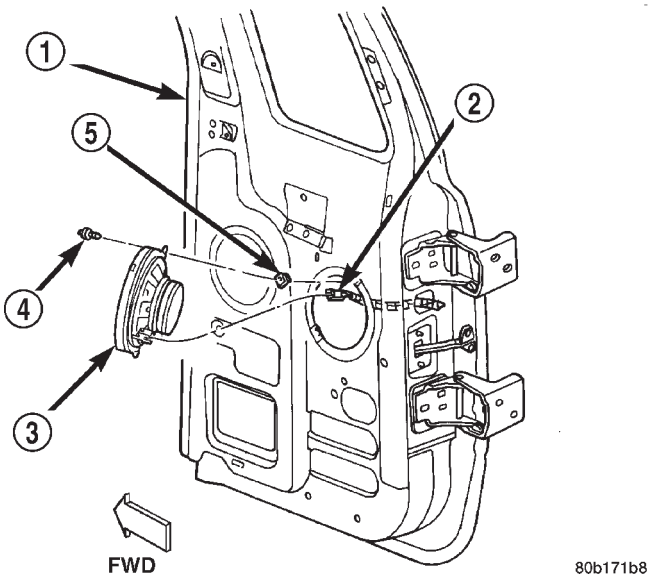

Fig. 22 Rear Door Speaker Remove/Install - Quad Cab
(1) Disconnect and isolate the battery negative cable.
(2) Remove the trim panel from the rear door.
(3) Remove the two screws that secure the speaker to the rear door inner panel (Fig. 22).
(4) Pull the speaker away from the mounting hole in the rear door inner panel far enough to access the door wire harness connector.
(5) Disconnect the door wire harness connector from the speaker connector receptacle.
(6) Remove the speaker from the rear door inner panel.